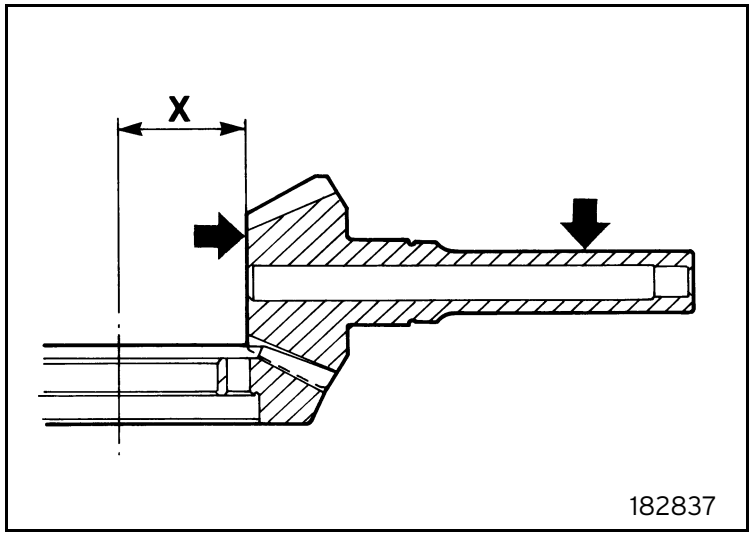

Fig. 37
- Read the value printed on the pinion (arrow) indicating the offset of dimension X (figure 37).